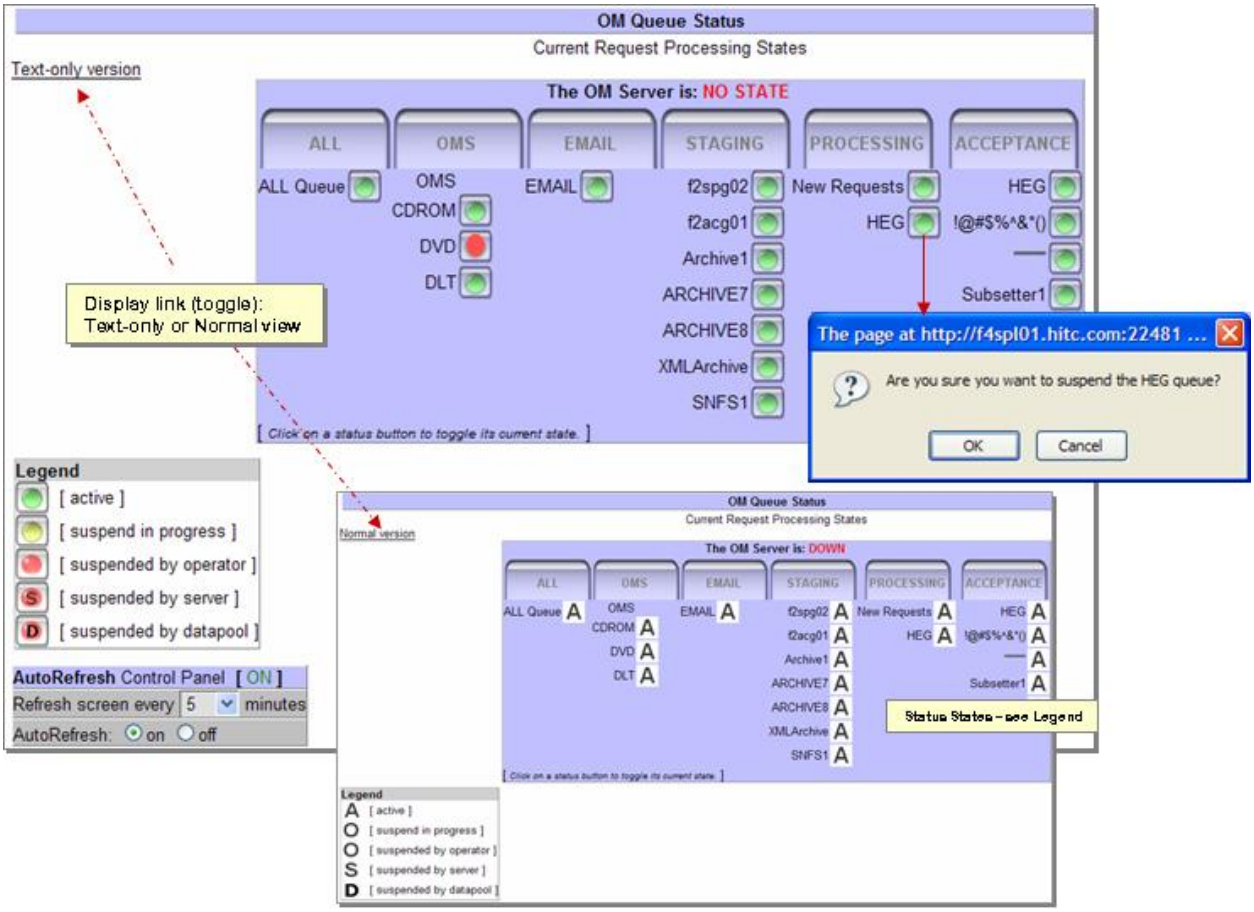

Figure 15.9-1. OM Queue Status Page
The **OM Queue Status** page (Figure 15.9-1) provides the full-capability operator with a means to monitor and modify the current status of request queues for all media as well as the request queues for OMS, e-mail, staging, and HEG. (The limited-capability operator can monitor but cannot change the status of queues.) In addition, the **OM Queue Status** page allows both full-capability and limited-capability Operators to determine the status (“up” or “down”) of the Order Manager Server.
2 Click **OM Queue Status** submenu option to display its page (Figure 15.9-1).
- A confirmation dialog box displays asking, **Are you sure you want to <state> the <queue type> queue?** (Figure 15.9-1)